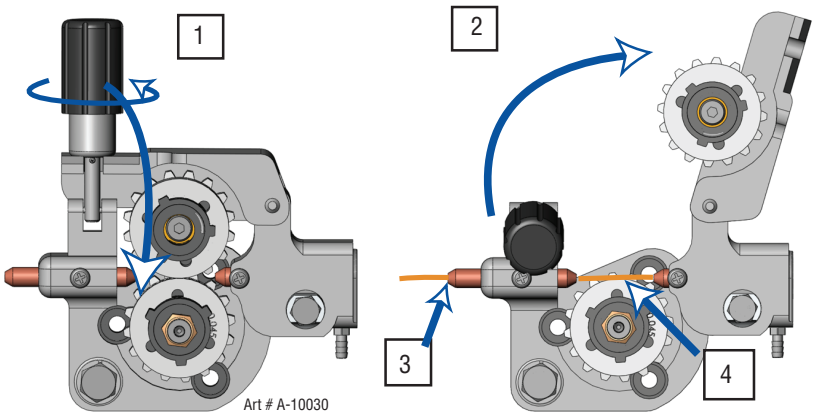

Figura 3-11: Abrindo o braço pressionador e inserindo o arame
1. Afrouxe o knob de ajuste da pressão da mola se necessário e deslize para baixo (Primeira parte da figura 3-11)
2. Move o braço pressionador (cima) do rolete movendo para a direita. (Segunda parte da figura 3-11)
3. Certifique-se de que a ponta do arame esteja livre de rebarba e esteja reta. Passe a ponta do arame através do orificio do guia e acima do rolete. Certifique-se de que o rolete correto esteja senso instalado. (Segunda parte da figura 3-11)